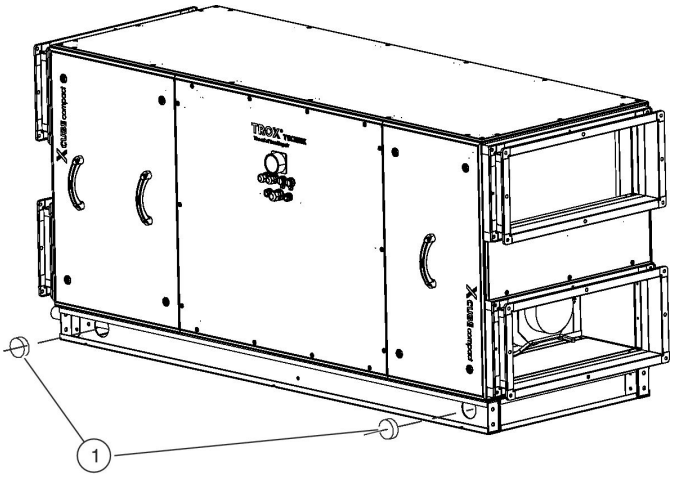

Abb. 19: Stopfen montieren
4. ▸ Mit den mitgelieferten Stopfen (Abb. 19 /1) die Transportöffnungen im Gerätegrundrahmen des RLT-Geräts schließen.